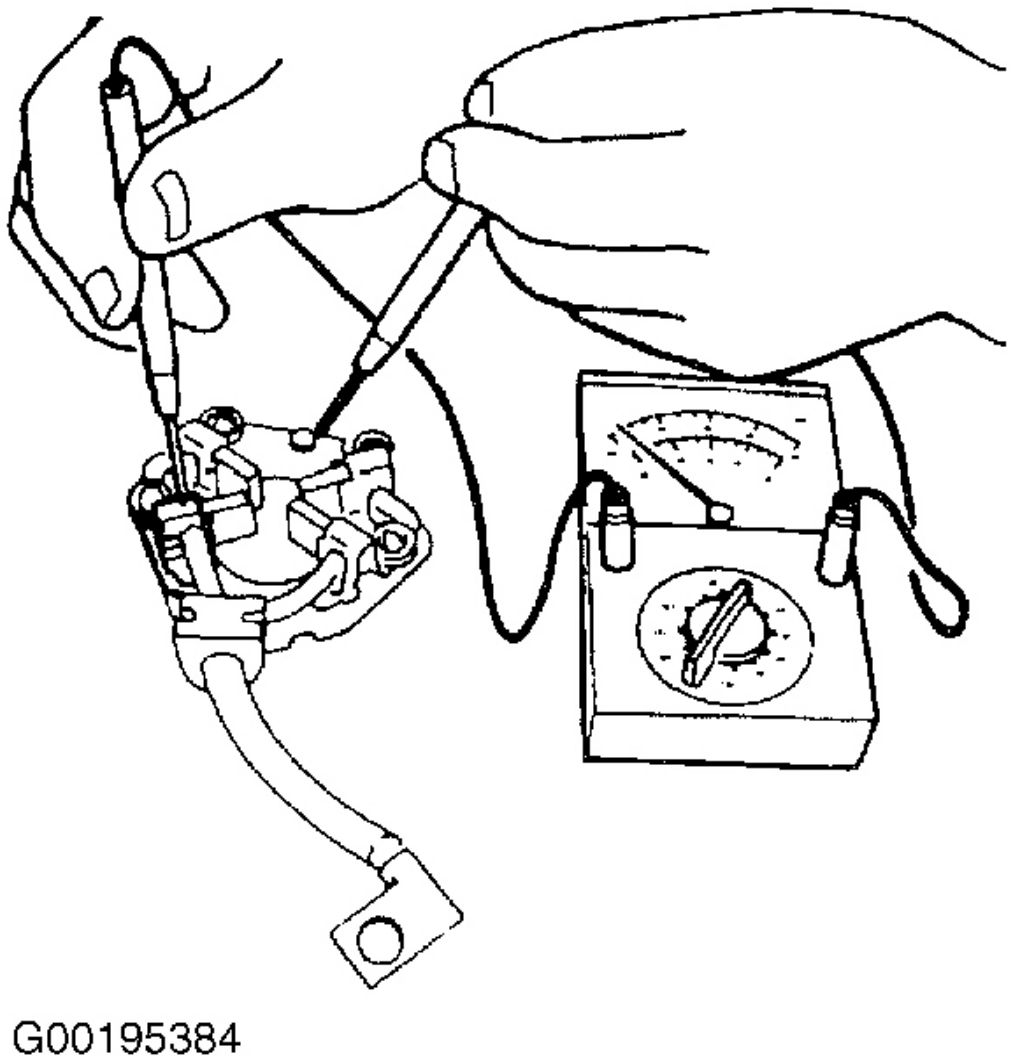

Fig. 8: Comprobación de cepillo para placa de continuidad
1. Comprobar la continuidad entre cada cepillo aislado y placa con un ohmímetro. Ver **Fig. 8** .